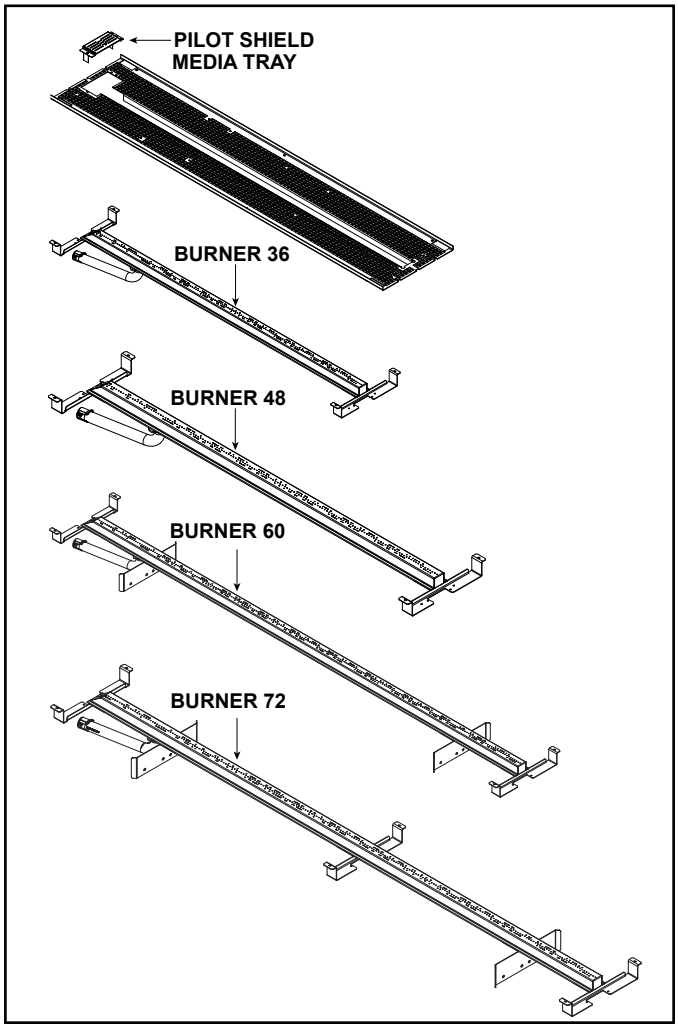

**Figure 9.3 Media Tray with Burner and Pilot Shield**
7. Remove the media tray. It is attached to the interior firebox bottom with ten screws. See Figure 9.3.
9. Remove the four screws securing the burner to the firebox sides and disengage burner from orifice. Remove burner. See Figure 9.3.